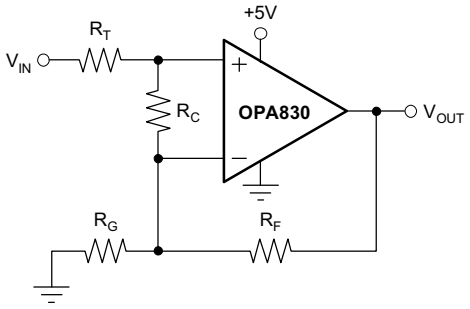

Figure 59. Compensated Non-Inverting Amplifier
For the non-inverting amplifier with reduced peaking design, the design parameters needed in Figure 59 with noise gain = 2 are listed in Table 1.
Frequency response in a gain of +2 may be modified to achieve exceptional flatness simply by increasing the noise gain to 3. One way to do this, without affecting the +2 signal gain, is to add an 2.55kΩ resistor across the two inputs, as shown in Figure 59. A similar technique may be used to reduce peaking in unity-gain (voltage follower) applications. For example, by using a 750Ω feedback resistor along with a 750Ω resistor across the two op amp inputs, the voltage follower response will be similar to the gain of +2 response of . Further reducing the value of the resistor across the op amp inputs will further dampen the frequency response due to increased noise gain. The OPA830 exhibits minimal bandwidth reduction going to single-supply (+5V) operation as compared with ±5V. This minimal reduction is because the internal bias control circuitry retains nearly constant quiescent current as the total supply voltage between the supply terminals is changed.
The criterion for setting this R_S resistor is a maximum bandwidth, flat frequency response at the load. For a gain of +2, the frequency response at the output terminal is already slightly peaked without the capacitive load, requiring relatively high values of R_S to flatten the response at the load. Increasing the noise gain will also reduce the peaking (see Figure 59).
Figure 59 shows a non-inverting amplifier that reduces peaking at low gains. The resistor R_C compensates the OPA830 to have higher Noise Gain (NG), which reduces the AC response peaking (typically 5dB at G = +1 without R_C) without changing the DC gain. V_{IN} needs to be a low impedance source, such as an op amp. The resistor values are low to reduce noise. Using both R_T and R_F helps minimize the impact of parasitic impedances.